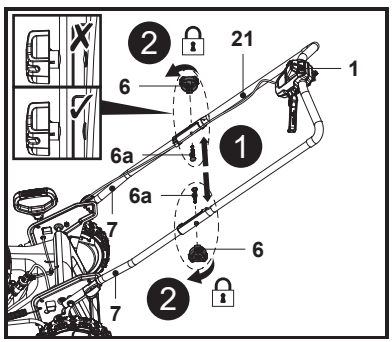

Fig. 3
1. Ține bara mânerului superior (5) cu comutatorul de siguranță (1) orientat în sus.
2. Aliniază găurile de montare ale barei mânerului superior (5) și ale barelor mânerului inferior (7).
3. Introdu șurubul de montare (6a) prin găurile de montare până la capăt (fig. 3, pasul 1).
4. Fixează bara mânerului superior (5) cu barele mânerului inferior (7) rotind butonul de blocare (6) în sens orar pe filetul șurubului de montare (6a) pentru a strânge (fig. 3, pasul 2).
5. Cablul de control (21) trebuie să treacă pe partea de deasupra a barei mânerului superior (5) și a barei mânerului inferior (7).